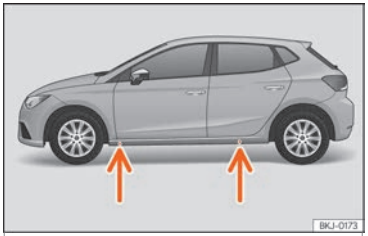

Fig. 38 Jack position points.
- Find the support point on the strut (sunken area) closest to the wheel to be changed ››› Fig. 38.